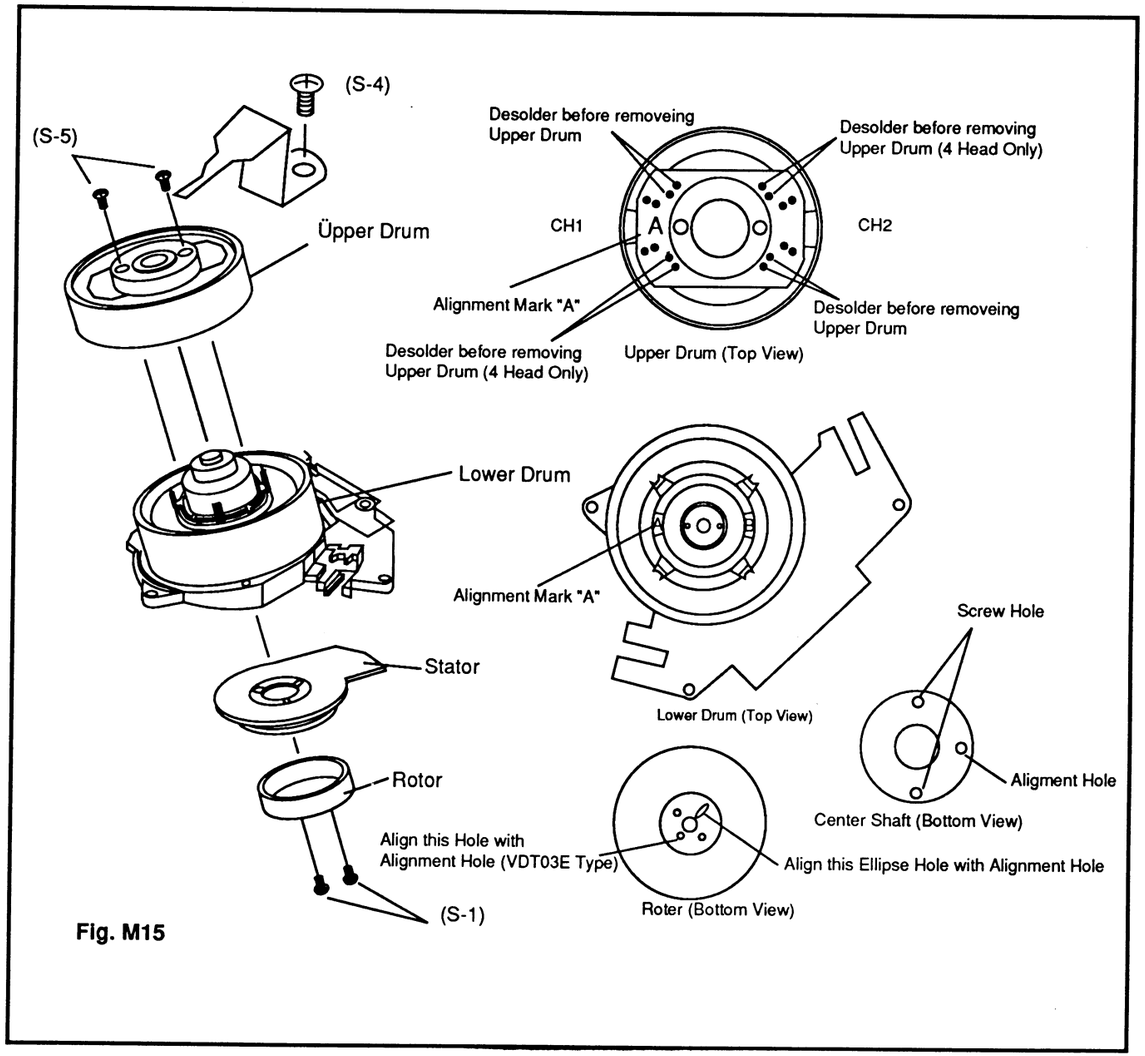

Fig. M15
To align the Roter with Lower Drum, refer to Fig. M15.
2. Remove Screws (S-5) and desolder on the Drum PCB shown in Fig. M15.
3. To reinstall reverse the above procedure, refering alignment method shown in Fig. M15.